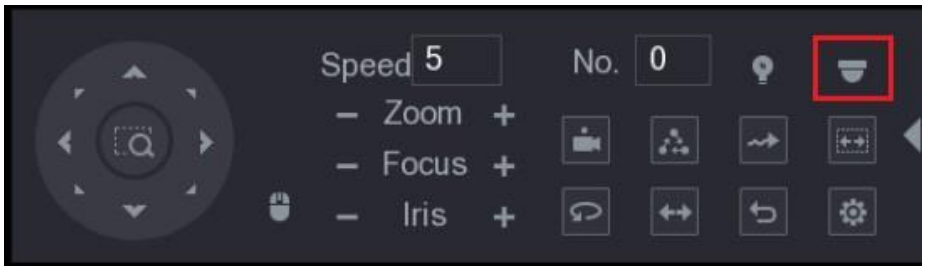

Figure 4-6
Step 3 Click to see more options. See Figure 4-6.